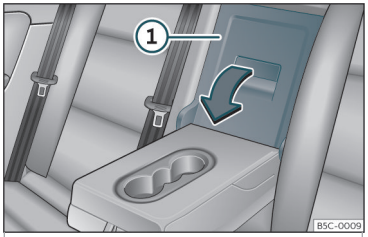

Fig. 119 Sullo schienale del sedile posteriore: apertura della sponda.
- Tirare la leva di sblocco nel senso della freccia e ribaltare completamente in avanti la copertura della sponda››› **fig. 119** ①.